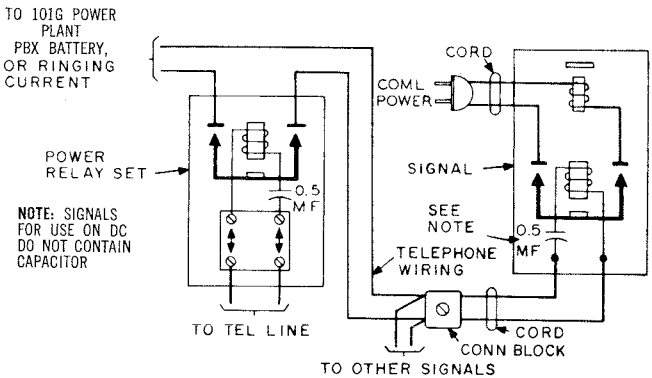

Fig. 3 — Multiple Signal Connections
2.03 Several signals may be connected as shown in Fig. 3. This has the advantage of only one ringing bridge on the telephone line for several auxiliary signals. Special commercial power wiring is not needed between the relay set and the signals.